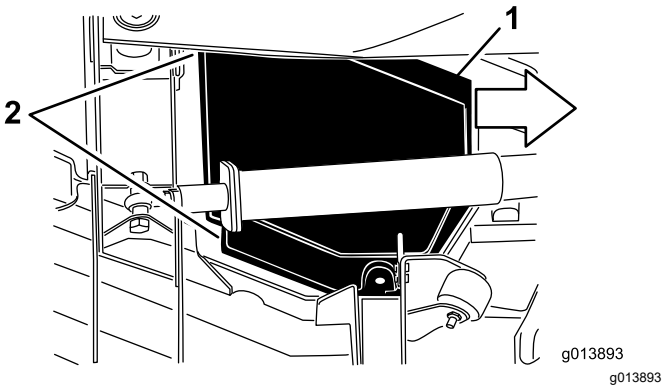

Figura 78
5. Mientras levanta la cubierta, deslícela aproximadamente 2,5 cm hacia la unidad de tracción, para separar el borde exterior de la carcasa (Figura 78).